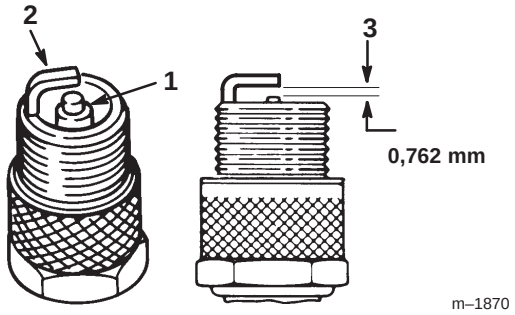

Bild 24
1. Sehen Sie sich die Mitte der Zündkerze an (Bild 24). Wenn der Kerzenstein hellbraun oder grau ist, ist der Motor richtig eingestellt. Eine schwarze Schicht am Kerzenstein weist normalerweise auf einen schmutzigen Luftfilter hin.
2. Prüfen Sie den Abstand zwischen den mittleren und seitlichen Elektroden (Bild 24). Verbiegen Sie die seitliche Elektrode (Bild 24), wenn der Abstand nicht stimmt.